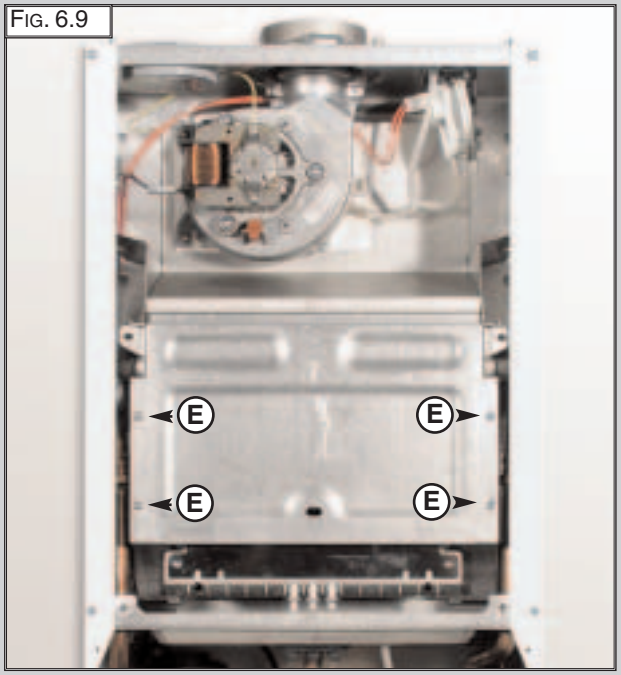

Fig. 6.9
1. Remove the screws “E” (Fig. 6.9);